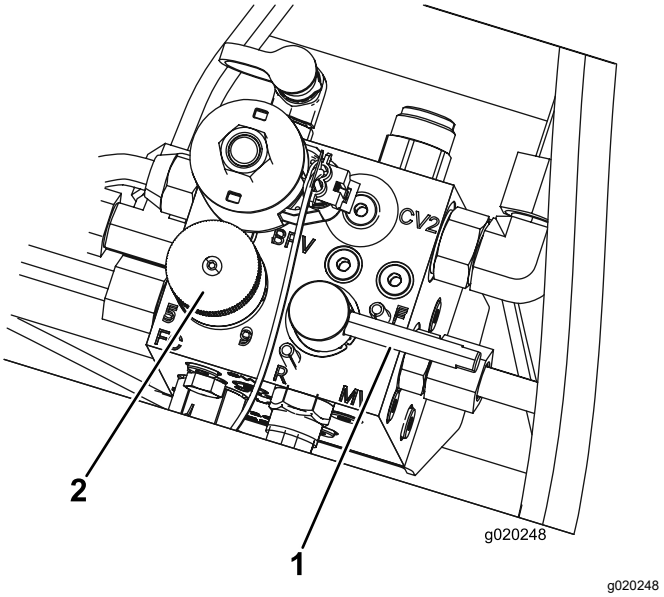

Figuur 80
5. Zet de toerentalregeling van de messenkooien op stand 1 (Figuur 80).
6. Zet de wethendel in de achteruitstand (R) (Figuur 80).